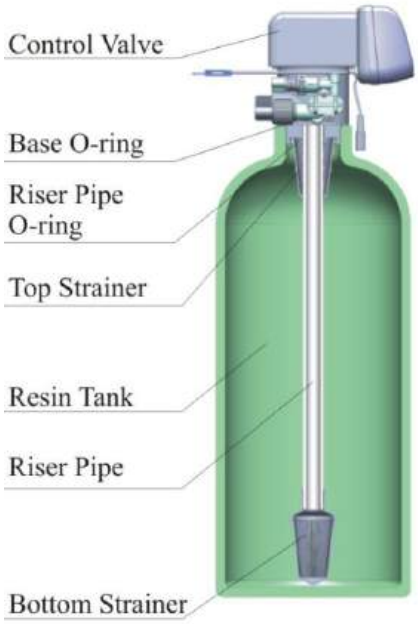

Рисунок 1-1
1. Монтаж управляющего клапана (см. рисунок 1-1).